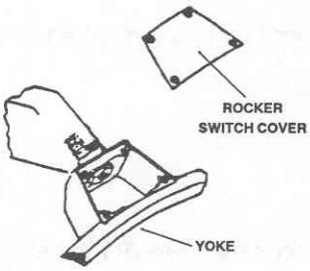
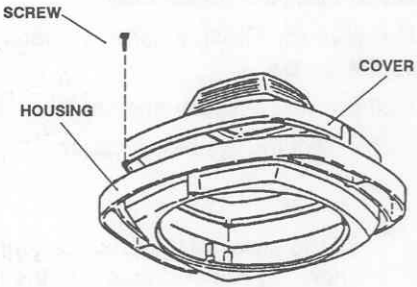

Figure 3-50. Rocker switch.
Figure 3-51. Lighthead cover.
(14) Reinstall the rocker switch cover and fasten it with the four Phillips screws (fig 3-50).
(15) Reinstall the cable clamp and wiring sleeve by replacing the Phillips screw.
(16) Reinstall the green grounding wire by fastening it with the green, slotted screw.
(17) Reinstall the lighthead cover and fasten it by replacing the four pointed star screws (fig 3-51).